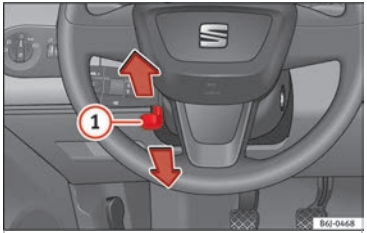

Fig. 18
Adjusting the position of the steering wheel: Pull the ››› Fig. 18 (1) lever down, move the steering wheel to the desired position and lift the lever back up until it locks.